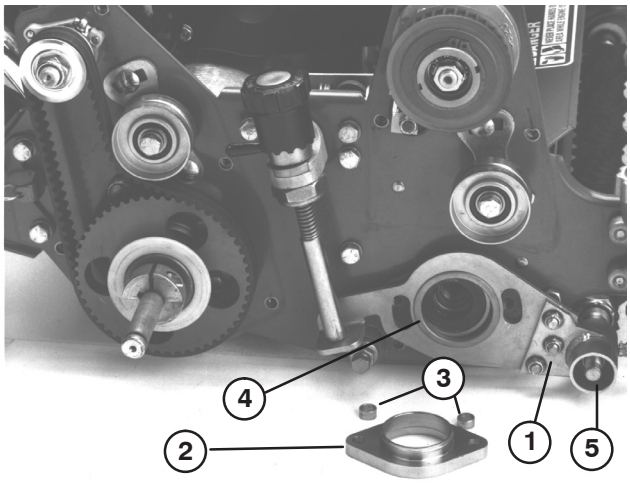

Figure 9
A. Insert an adapter ring into the reel bearing housing (Fig. 9).
B. Slide the groomer plate assembly over the end of the groomer shaft (Fig. 9).
C. Insert the two 3/8 x 2" lg. flat head screws through the groomer arm cover and the bearing adapter. Put a spacer over each screw before positioning the adapter into the reel bearing housing. Slide the adapter through the bronze bearing in the groomer plate assembly and into the reel bearing housing. Install the locknuts on the flat head screws and torque them to 23 to 27 ft–lb (Fig. 9).
D. Secure the right end of the groomer shaft to the groomer plate assembly with a 1/2 in. locknut (Left hand thread) Torque the locknut to 29 to 35 ft–lb (Fig. 9).
22. Mount the groomer adjustment knob assembly to the right side plate with the 3/8 x 5/8" lg. capscrew and Belleville washer previously removed (Fig. 9).
24. Check the tension on the drive belt by depressing it at the midpoint between the drive pulley and the driven pulley (Fig. 9). A force of 5 to 10 lbs. should be required to depress the midpoint of the belt 1/4 inch. To adjust tension, loosen the backside idler pulley pivot allen head bolt, pivot the idler to achieve the proper tension, and torque the allen head bolt to 7 to 10 ft–lbs.